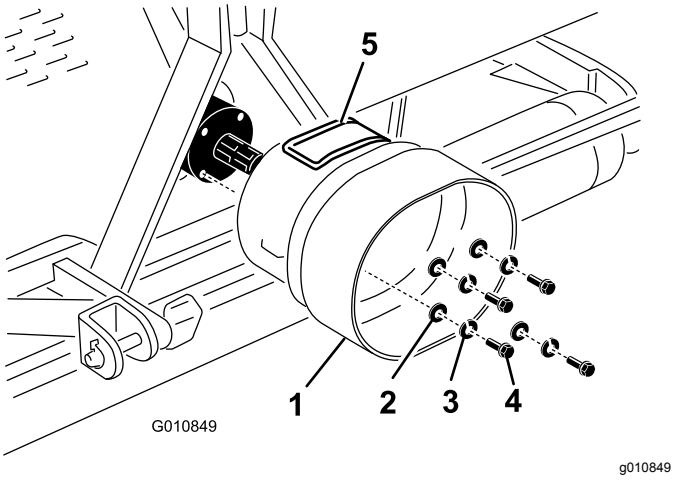

Figuur 22
1. Verwijder de 4 bouten, borgringen en platte ringen die aan de achterzijde van de tandwielkast van de beluchter zijn bevestigd (Figuur 22).
2. Monteer het aftakasscherm aan de tandwielkast van de beluchter met het bevestigingsmateriaal dat u eerder hebt verwijderd (Figuur 22). Zorg er bij het monteren van het aftakasscherm voor dat het inspectieluik (Figuur 22) zich aan de bovenzijde of zijkant bevindt, afhankelijk van de frameconfiguratie van de beluchter.
Opmerking: U kunt het inspectieluik (Figuur 22) openen om het verwijderen en monteren van het montagemateriaal van de aftakas te vergemakkelijken.